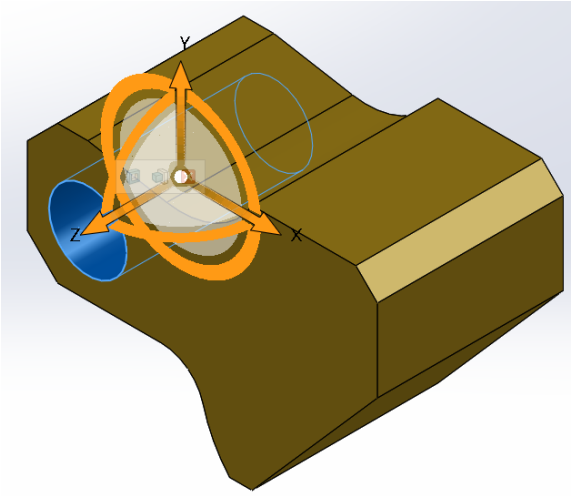

Figure 6 *The face selected in model*
2. Select the face of the hole, refer to Figure 6. Also, ensure the **Translate** radio button is selected in the **Move Face** rollout.